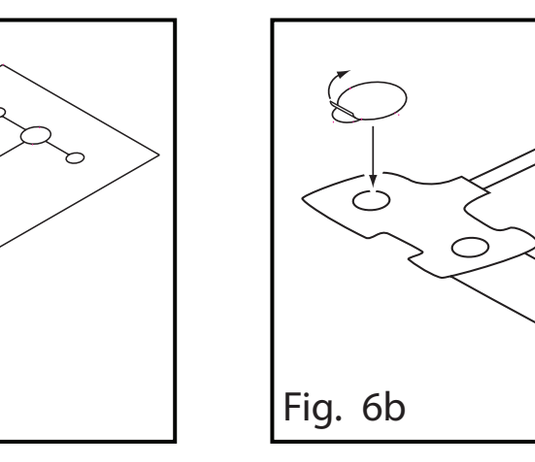

Fig. 6c
- Cuando el adhesivo del primer conjunto de adhesivos pierde su pegajosidad, puede aplicarse un segundo conjunto (fig. 6c). Pueden colocarse hasta 3 conjuntos de adhesivos, uno sobre otro, en cada visor.